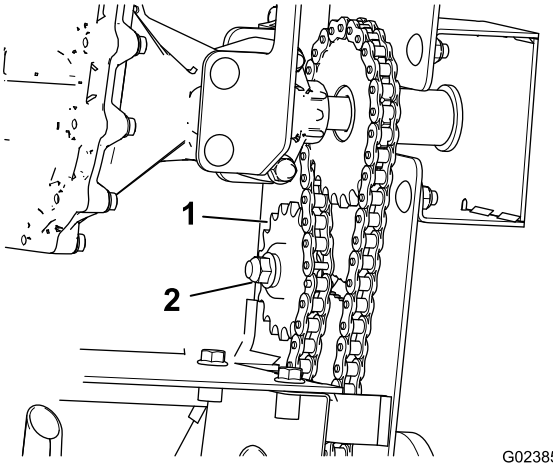

Figure 28
A. Desserrez l'écrou qui fixe le pignon de tension de la chaîne que vous tendez (Figure 28).